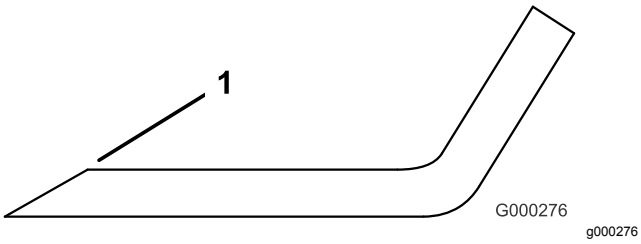

Figur 26
3. Undersøk eggene på alle kniver, og kvess eggene hvis de er sløve eller det er hakk i dem (Figur 26).
Merk: Slip bare den øvre delen av kniveggen, og opprettholde den originale klippevinkelen, for å sørge for at kniven forblir skarp (Figur 26). Kniven opprettholder balansen hvis like mye metall fjernes fra begge kniveggene.